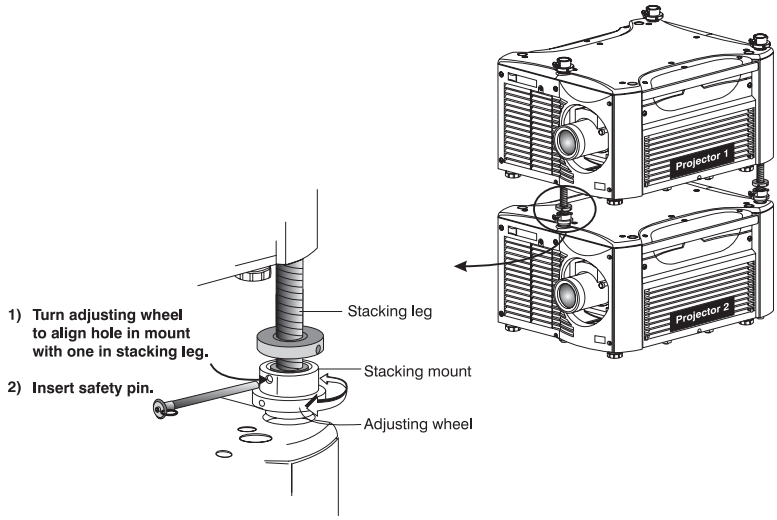

Figure 2.14. Align Holes in Mounts and Legs, and LOCK with Pin
On each stacking mount, turn the adjusting wheel slightly until the hole in the top portion of the mount lines up with the hole in the stacking leg (Figure 2.14).
At each of the (3) stacking points, insert the safety pin fully through the holes in the stacking mounts and stacking legs (Figure 2.14). Ensure that each pin is ***fully inserted*** to engage the safety lock and secure the projectors together. Failure to engage the safety lock could cause the projectors to separate and result in injury or death.
Before hoisting, firmly tighten the nuts on the (2) rear stacking legs (Figure 2.14). Or, if you are ready to align the projectors to one another, leave these nuts slightly loose until after the alignment.